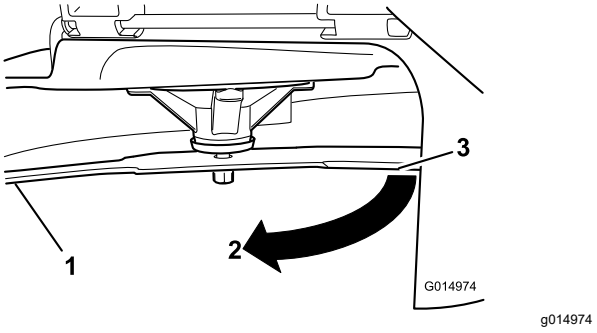

Figur 76
3. Målt afstand mellem skærekniven og overfladen (A)
4. Drej samme skærekniv 180 grader, så den modsatte skærekant nu befinder sig i samme position (Figur 76).